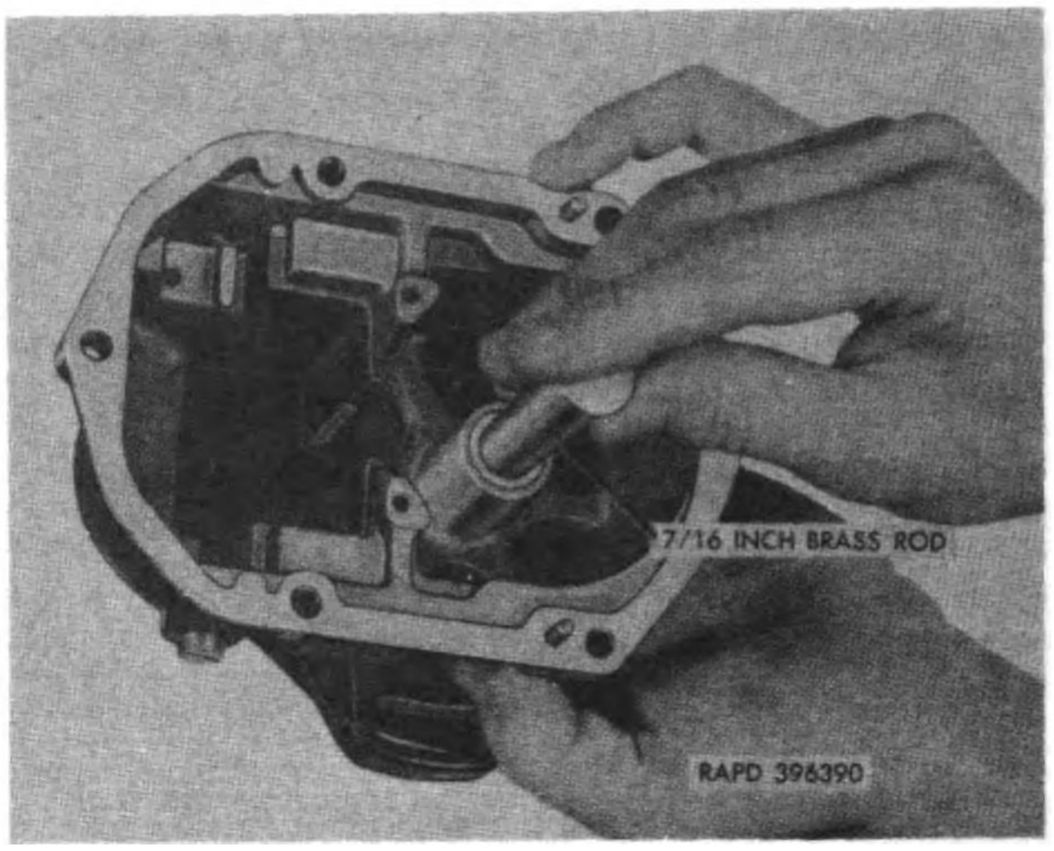

Figure 13. Pushing out ball bearing using improvised remover.
(2) Using improvised ball bearing removing tool (A, fig. 4), push ball bearing (E, fig. 7) from magneto housing as shown in figure 13.
(2) Using improvised ball bearing removing tool (B, fig. 4), push ball bearing (F, fig. 8) from magneto housing as shown in figure 13.